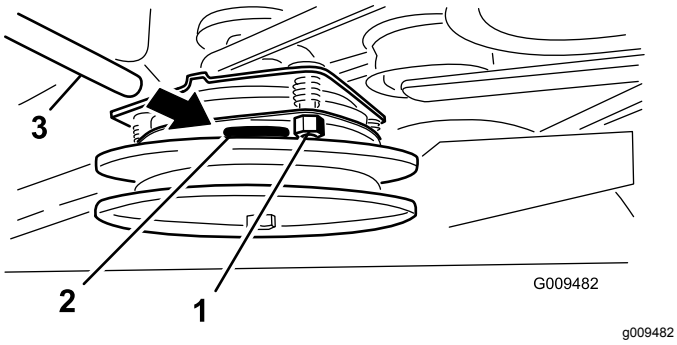

Figur 59
5. Dra åt låsmuttrarna tills du känner ett motstånd i bladmåttet, men ändå kan röra det inom luftgapet utan problem (Figur 59).